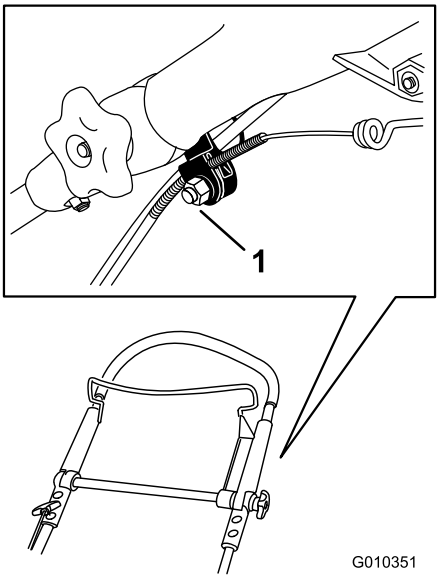

Figur 35
1. Løsne mutteren på kabelfestet (Figur 35).